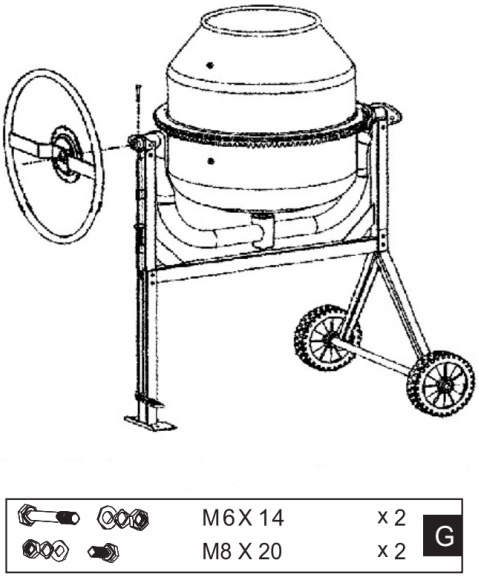

Рисунок 8. Схема встановлення поворотного колеса із фіксувальною тарілкою барабана.
1. Встановити поворотне колесо регулювання кута нахилу барабана (рис. 8) та закріпити його болтами з шайбами (стопорна, звичайна).